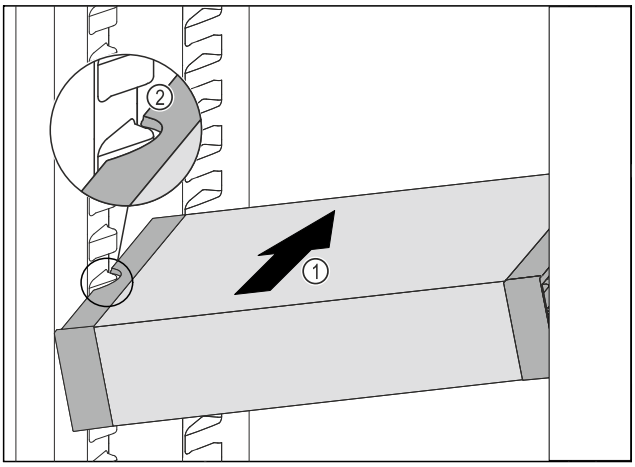

Fig. 196
▶ Împingeți VarioSafe oblic în frigider *Fig. 196 (1)*, până când degajările laterale *Fig. 196 (2)* ale VarioSafese află la înălțimea nervurii recipientului din frigider.